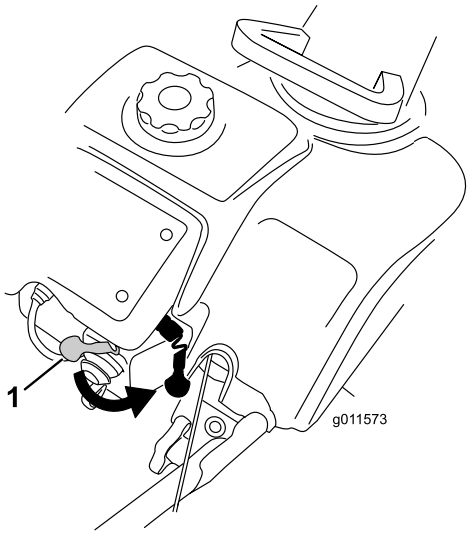
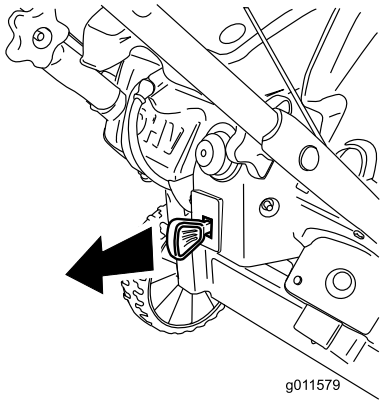

Figur 17
Figur 23
2. Beveg chokespaken helt til høyre (Figur 17).
Stopp motoren ved å dra tenningsnøkkelen ut til den klikker i Av-posisjon (Figur 23), eller beveg chokespaken helt til høyre (Figur 17).